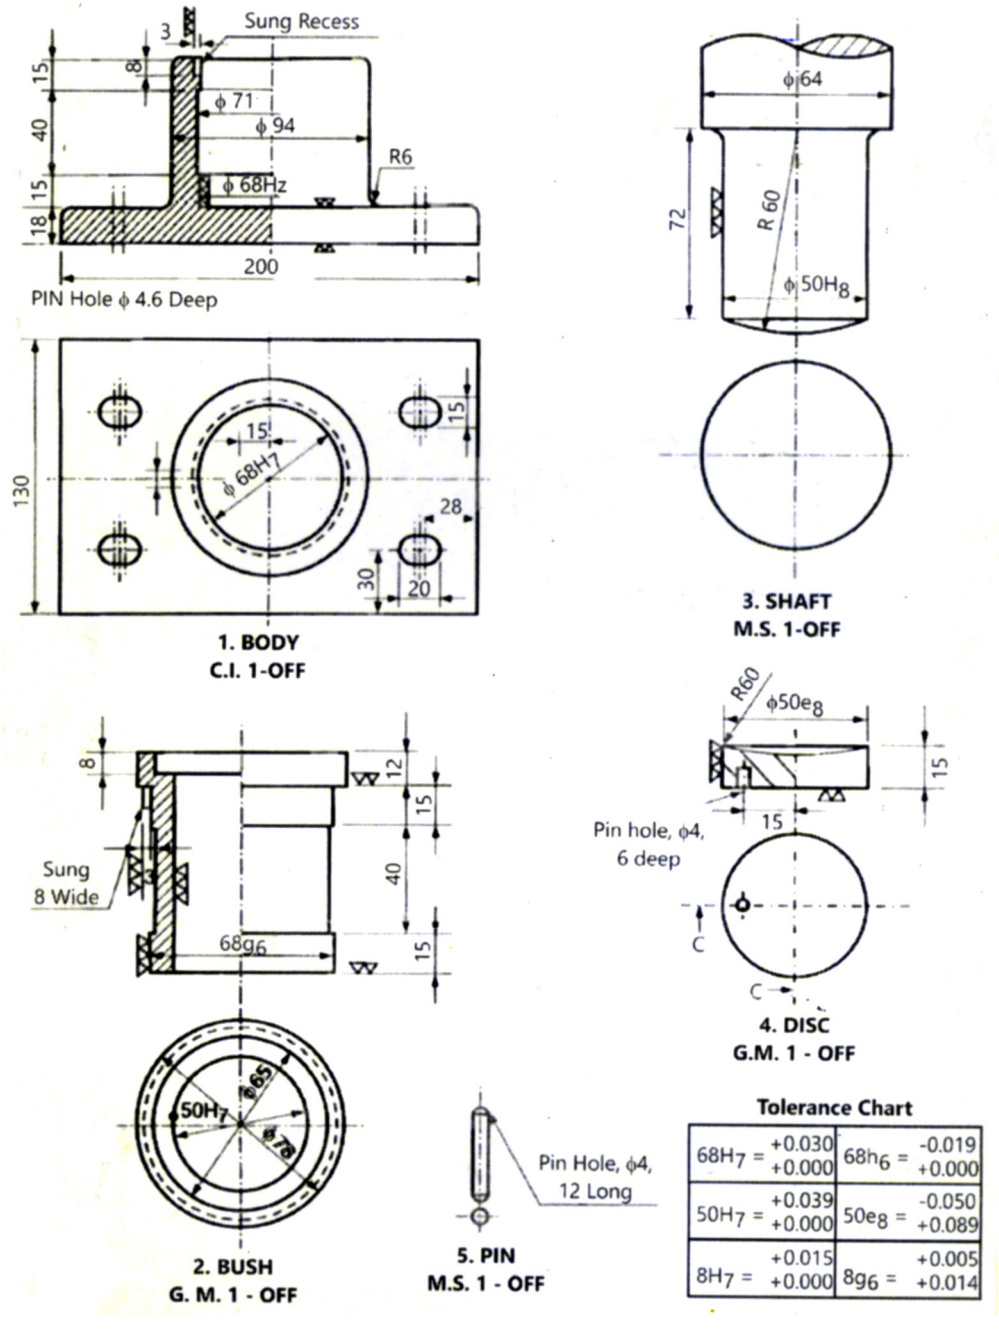

Fig. No. 6: Details of foot step bearing
a) Figure No. 6 shows the details of '*FOOT STEP BEARING*'. Draw the following views of the assembly: